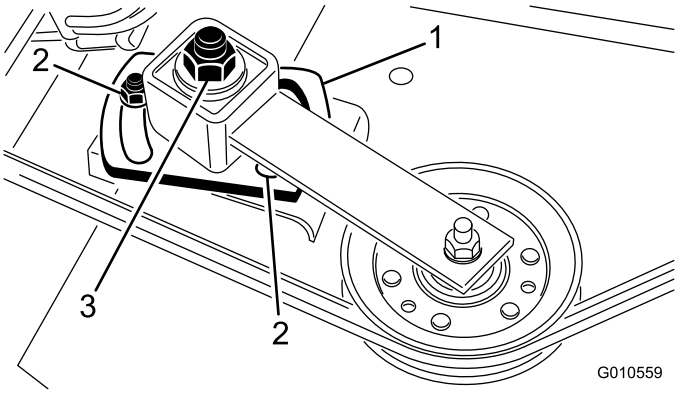

Figura 30
5. Usate una chiave torsiometrica e a tubo per serrare il dado di regolazione del tendicinghia tra i 47 e i 54 Nm (Figura 30).